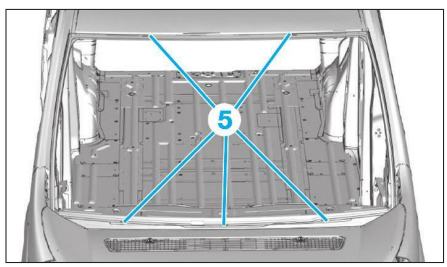

**FIG. 4**
• Positionner les cales d'épaisseur (5) **(Fig.4)**.